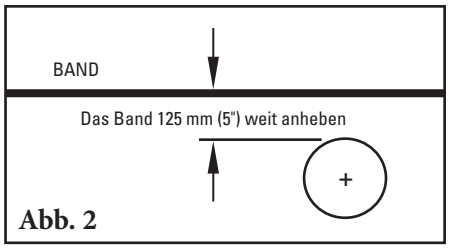

Abb. 2
2. **Das Band** ca. 125 mm (5") weit anheben, wo das Bandführungssystem montiert werden soll. Vorhandene Tragrolle entfernen (Abb. 2).